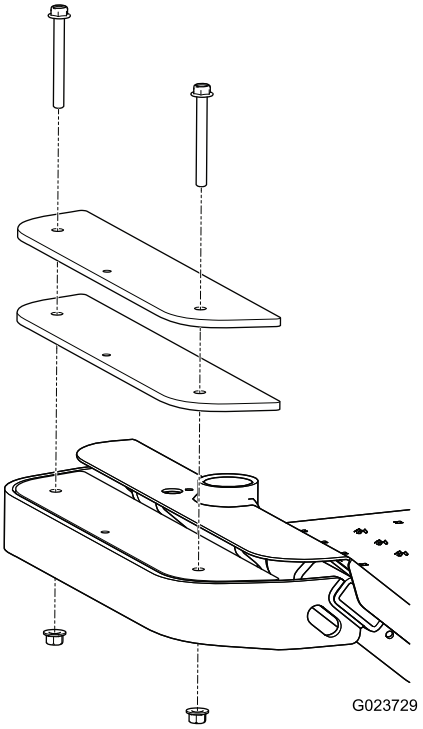

Figur 13
1. Ta bort de två skruvarna och de två muttrarna som håller nuvarande vikter på plats på maskinens främre del (Figur 13).